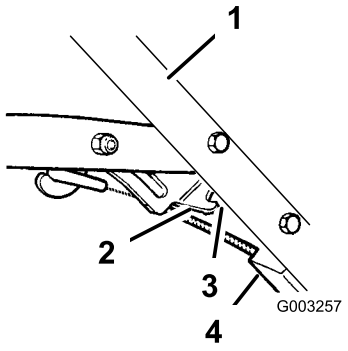

**Figura 30**
4. Allentate il dado sulla staffa del cavo (Figura 30).